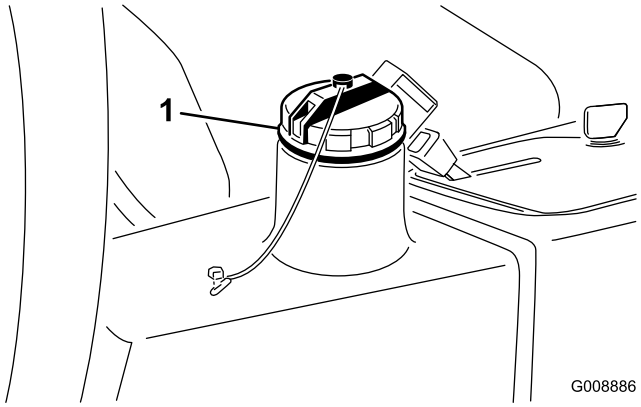

Figuur 42
2. Reinig de omgeving van de vulbuis en de dop van de hydraulische tank (Figuur 42) en verwijder de dop.